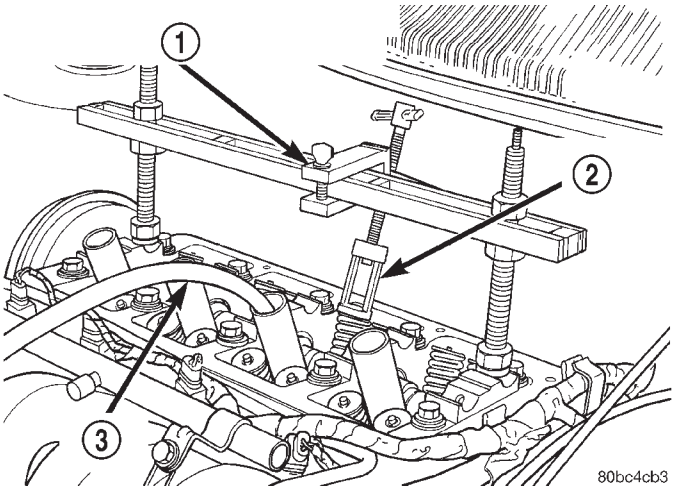

Abb. 52 Ventilfeder—Aus- und Einbau
(1) Kipphebelwellen ausbauen. Näheres hierzu siehe Beschreibung in diesem Abschnitt.
(2) Kurbelwelle drehen, bis der Kolben im Verdichtungshub OT erreicht hat.
(3) Druckluftschlauch mittels Adapter an die Zündkerzenbohrung anschließen. Mit 6-8 bar (90-120 psi) beaufschlagen.
(4) Mit Spezialwerkzeug MD-998772A (Ventilfederspanner) und Adapter 6779 (Abb. 52) Ventilfedern zusammendrücken und Kegelstücke abnehmen.